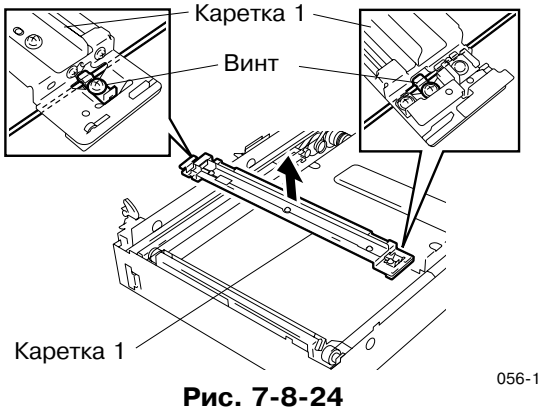

Рис. 7-8-24
10. Снимите каретку 1. (См.Рис. 7-8-24)
9. Снимите каретку 1. (См.Рис. 7-8-24)